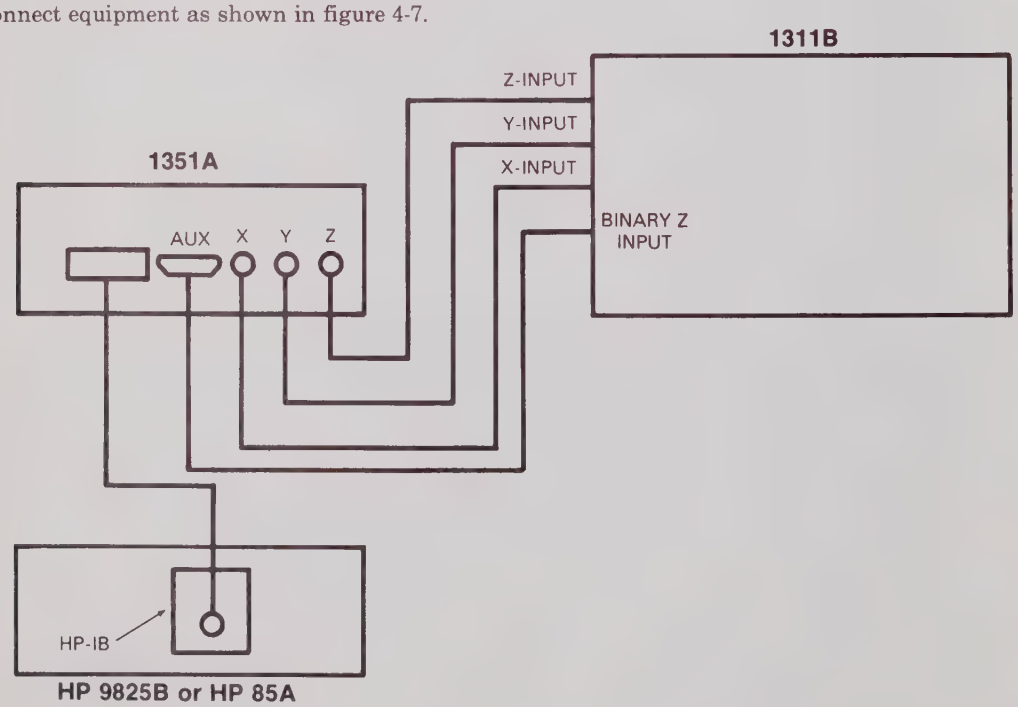

Figure 4-7. Binary Gray Shade Test Setup
b. Connect equipment as shown in figure 4-7.